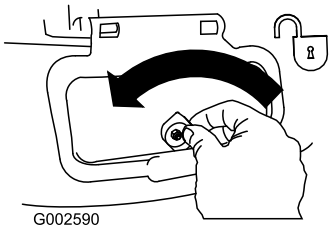

Figur 19
1. Lossa sidoutkastarluckan (Figur 19).